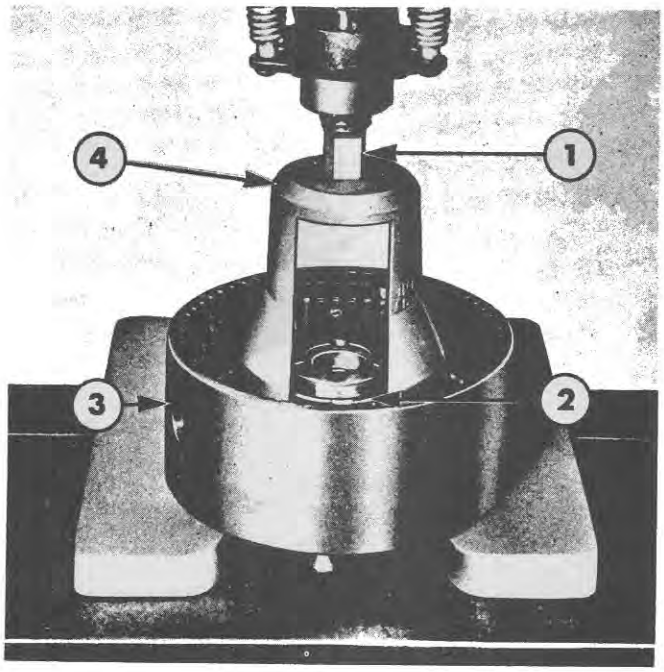

Figure 8
4. Remove the retaining ring by compressing the piston return spring using Tool No. N–775 and either Tool No. 1003 or a press, Figure 8. Release the pressure then remove the spring seat and the spring.